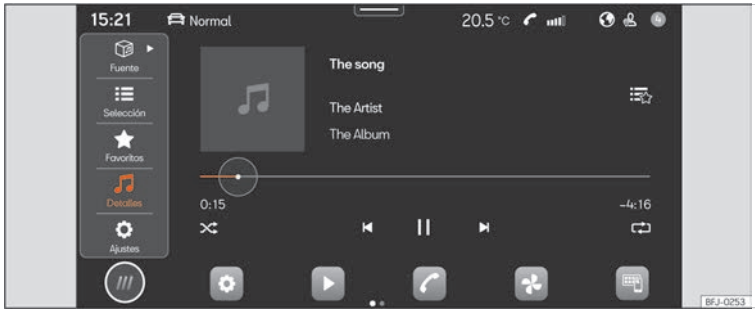

Fig. 133 Representación esquemática: Vista Multimedia.
- Pulse **HOME** > ▶ ››› fig. 133.